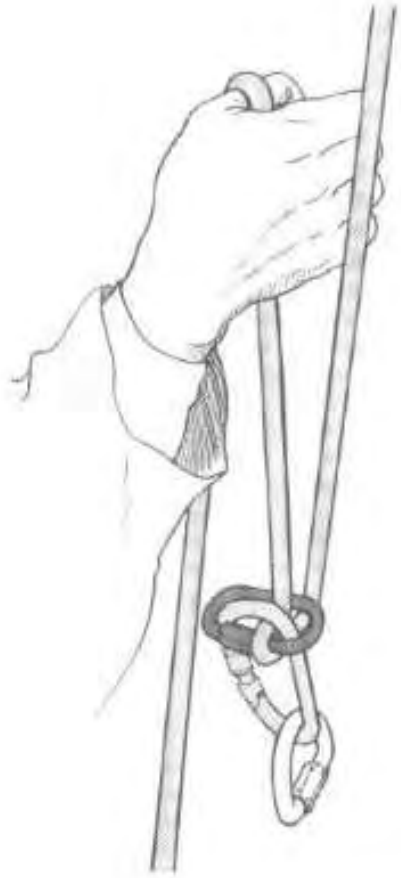

Fig. 343 – The maillon system.
2. **The "maillon system,"** which is simple and effective, especially on softer rope since it slides better. Make this with an oval maillon and a locking carabiner, which is then linked to the harness maillon (fig. 343).